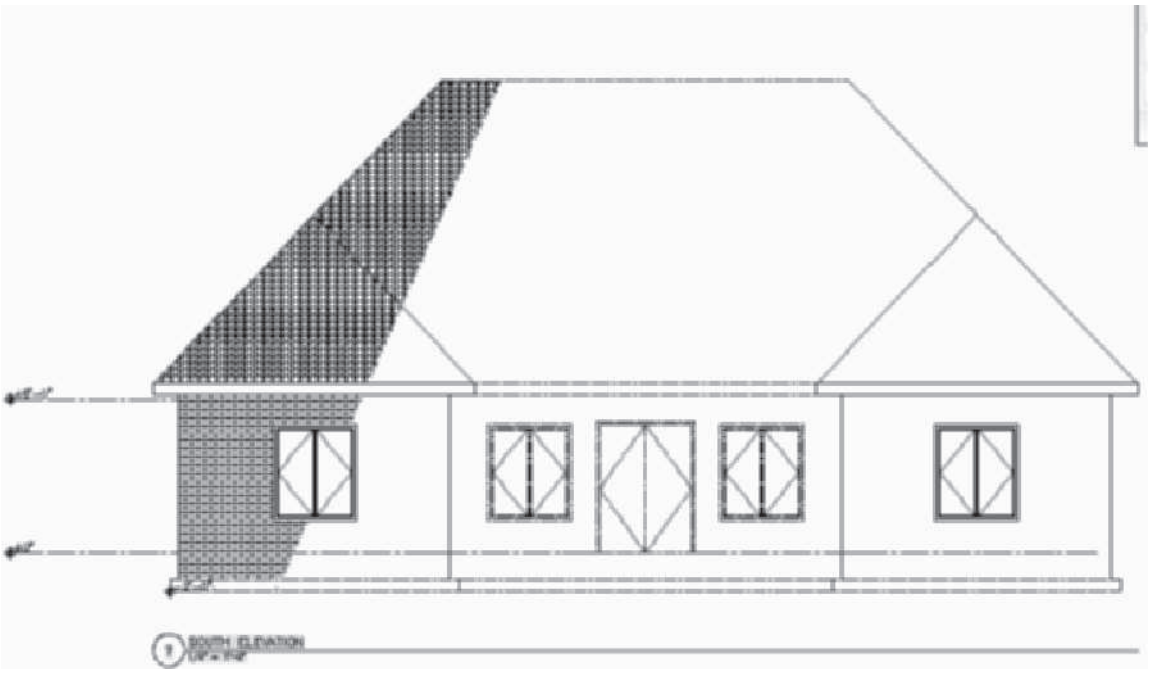

FIGURE 12.80 *The model space view of the South Elevation*
35. Click the Views tab of the Project Navigator. Expand the Model, double-click, the **South Elevation** of the Model View drawing to view the revised elevation as shown in Figure 12.80.